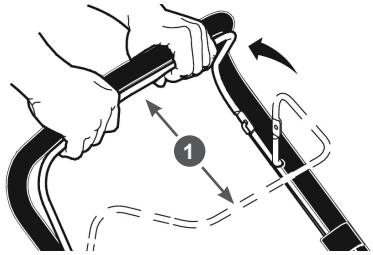

**Рис. 12 Рычаг остановки двигателя**
*Перед запуском двигателя, несколько раз задействуйте рычаг остановки двигателя 1 (Рис. 12). Проверьте, чтобы рычаг и трос остановки двигателя работали должным образом.*
2. Отпустите рычаг 1 остановки двигателя (Рис. 12).